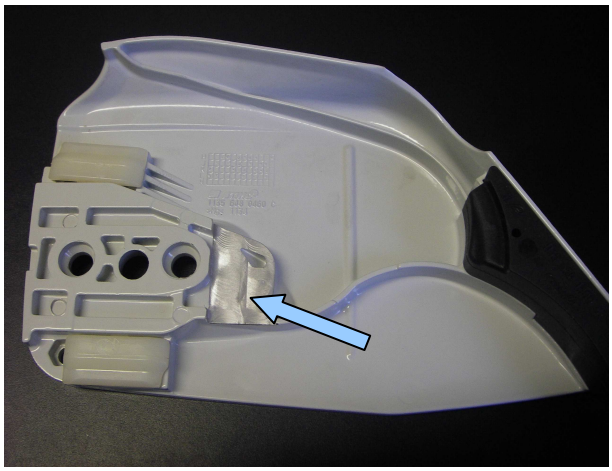

Bild 1a
Bei Erstmontage an manchen Motorsägen, muss am Kettenraddeckel innen etwas ausgeschliffen werden (Bild 1a u. 1b), da es zu Berührungen zwischen Kupplungstrommel (06) und Kettenraddeckel kommen kann.